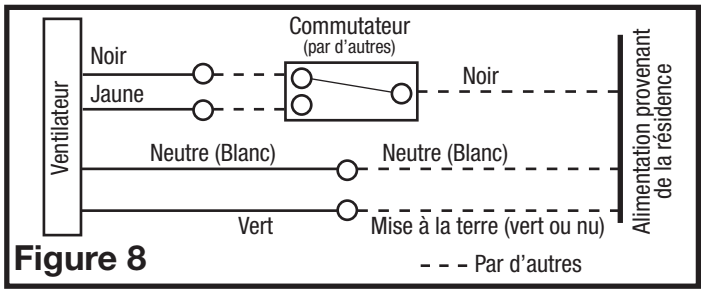

Figure 8
3. Connectez le fil blanc de la maison au fil blanc du ventilateur. Connectez le fil de terre de la maison au fil vert du boîtier du ventilateur **(Figure 8)**. Utiliser des méthodes approuvées pour toutes les connexions.